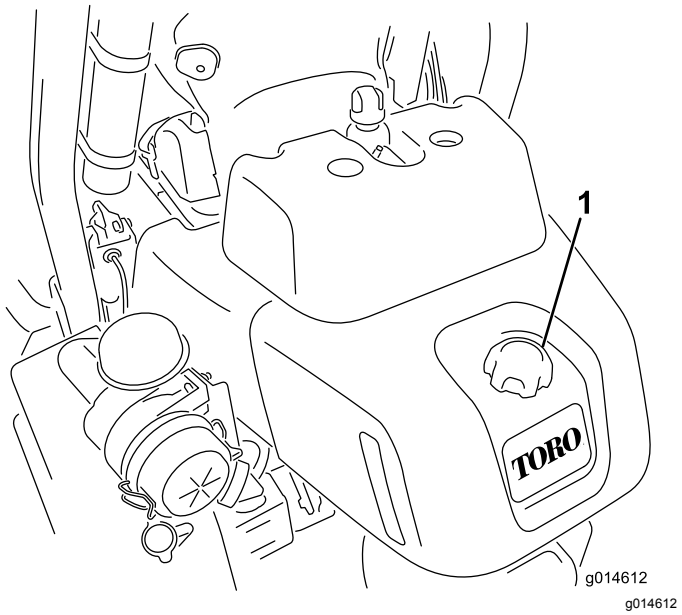

Rysunek 22
1. Oczyść okolice korka zbiornika paliwa (Rysunek 22).